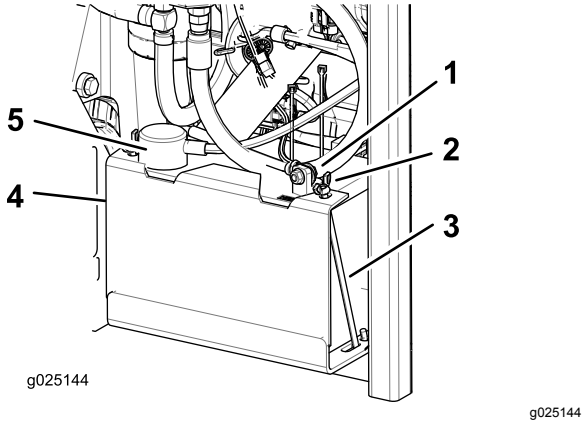

Figur 45
3. Ta den negative (svarte) batterikabelen av den negative (-) (svarte) batteripolen (Figur 45).
4. Skyv den røde polhetten unna den positive (røde) batteripolen og ta av den positive (+) (røde) batterikabelen (Figur 45).
5. Fjern vingemutterne som fester J-krokene (Figur 45).
6. Fjern klemmen (Figur 45).
1. Plasser batteriet med polene vendt bort fra den hydrauliske tanken (Figur 45).
4. Sikre kablene med to bolter, to skiver og to låsemuttere (Figur 45).
6. Installer klemmen og fest den med vingemutterne og J-kroker (Figur 45).